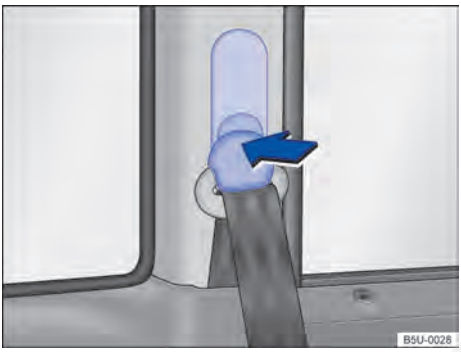

Fig. 53 Ao lado dos bancos dianteiros: regulagem de altura do cinto de segurança.
- Pressionar o dispositivo regulador no sentido da seta e mantê-lo pressionado → Fig. 53.